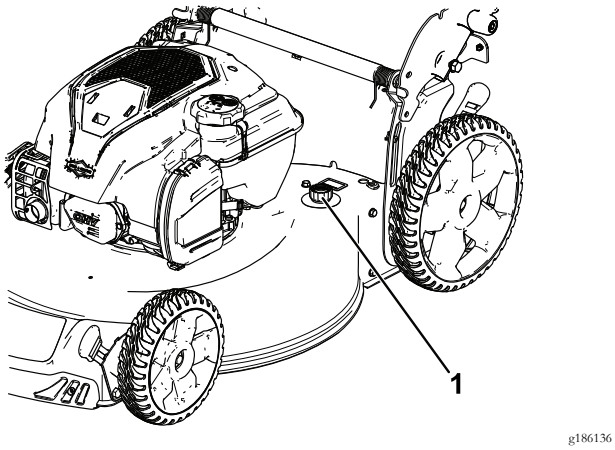

**Rysunek 24**
5. Podłącz wąż ogrodowy z wodą do złącza czyszczenia (Rysunek 24).